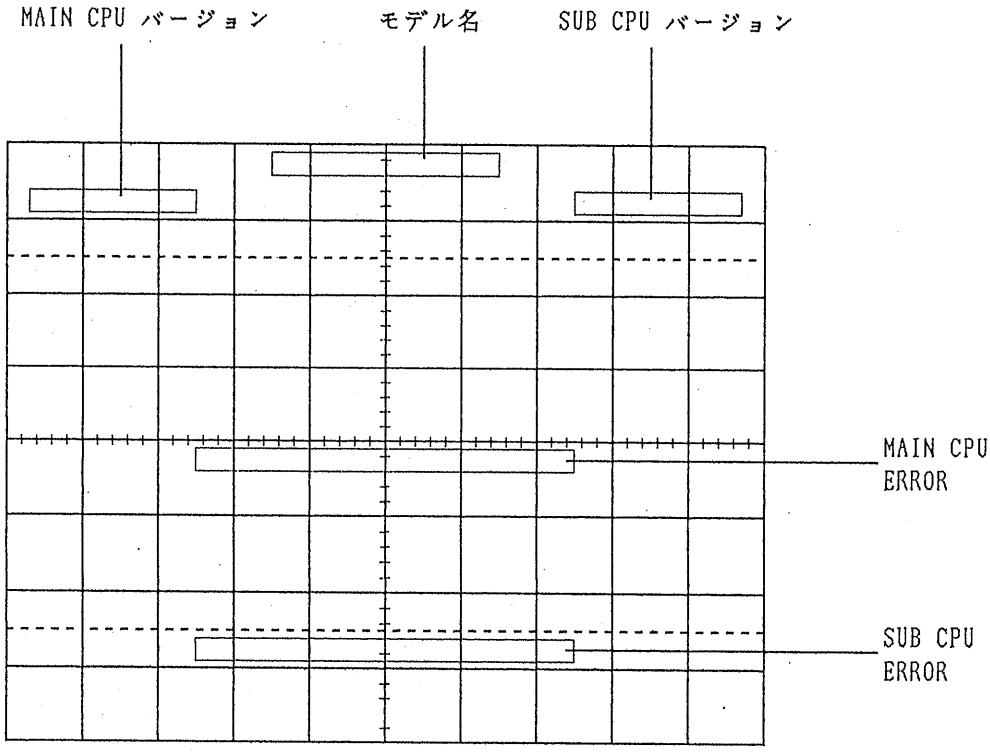

図7－1　自己診断管面表示
上記以外のメモリのチェックは、2ndファンクションキー ㊸ を押しながらリードアウトコントロールつまみ ㉝ を押すことにより行なえます。COM7200A, COM 7100A, COM7060A 形では、イニシャルモードセットと同様に INTEN つまみ ② が 2ndファンクションキーとして動作します。このとき管面表示は図7－1のようになり、約3秒間で消えます。